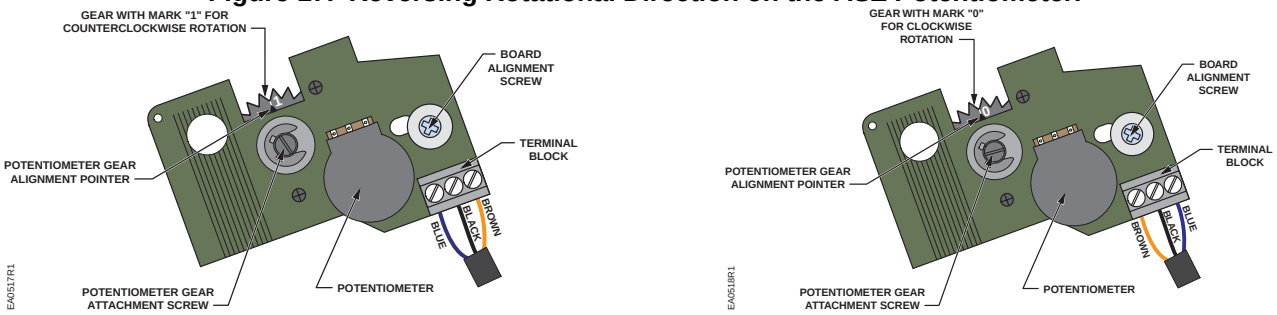

Figure 17a. Reversing Rotational Direction on the ASZ Potentiometer (Gear Models).
- Gear models (see Figure 17a):
5. If installing a gear model potentiometer, manually rotate the potentiometer gear until the white line next to the “0” or “1” mark on the potentiometer gear face is **exactly** in alignment with the potentiometer gear alignment pointer. See Figure 17a.